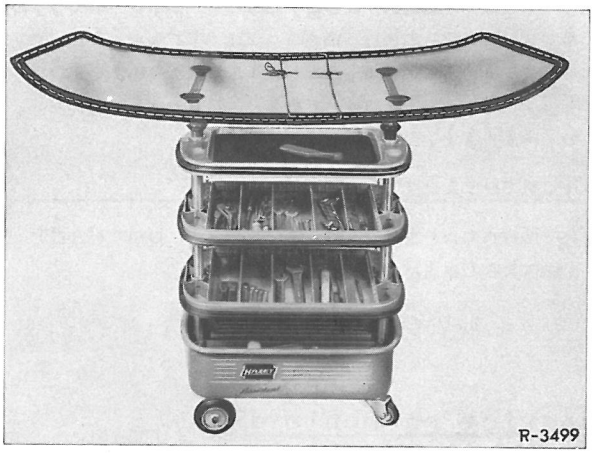

Fig. 67-1/4
6 Forruden lægges på et velegnet underlag med hvælvingen nedad (fig. 67-1/4).
1 Midterste afdækning (2) (som i fig. 67-1/2) skydes til side og pyntelisten trykkes ud af stikklemmerne med en trækile.